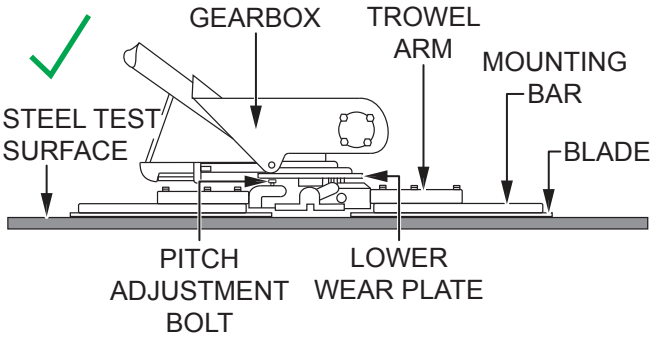

Figure 64. Blades Pitched Flat (Correct)
2. Pitch the blades as flat as possible (Figure 64). The pitch adjustment bolts should barely contact (0.10 inch maximum clearance) the lower wear plate. All adjustment bolts should be spaced the same distance from the lower wear plate. If any one of the bolts does not make contact, adjustment is necessary.